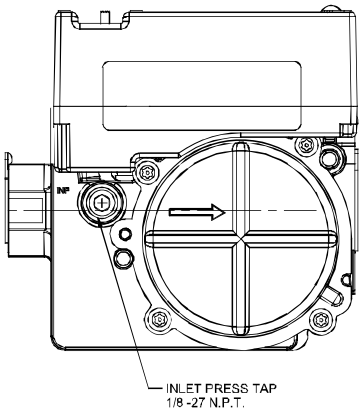

Figure 64C
2. Connect a calibrated manometer (or appropriate gas pressure gauge) at either the gas valve inlet pressure tap or the gas piping drip leg. See White-Rodgers 36J27 gas valve (Figure 64C) to locate the inlet pressure tap.